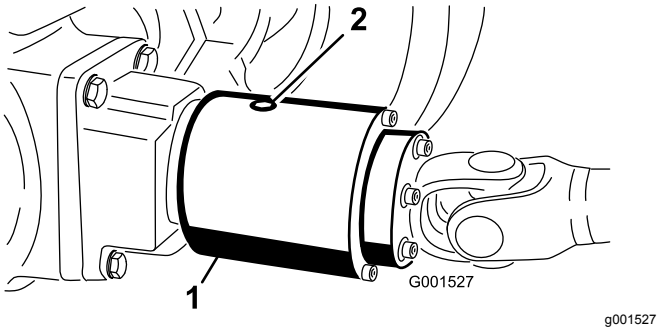

Figur 61
3. Roter clutchen for å innrette kontrollpluggen til klokken seks posisjonen (Figur 61).